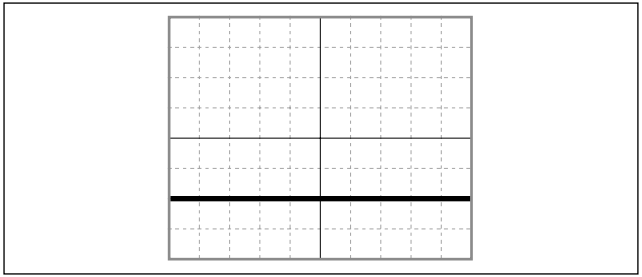

Abb. 4-6
① Den Schalter TIME/DIV am Oszilloskop auf 200 ms einstellen
② Die Deviationsempfindlichkeit (VOLTS/DIV) von CH1 am Oszilloskop auf 500 mV/Teil. einstellen.
③ Den Eingangskopplungsschalter von CH1 am Oszilloskop auf DC stellen.
④ Stellen Sie den Offset von CH1 des Oszilloskops auf 1 V ein. (Abb. 4-6)